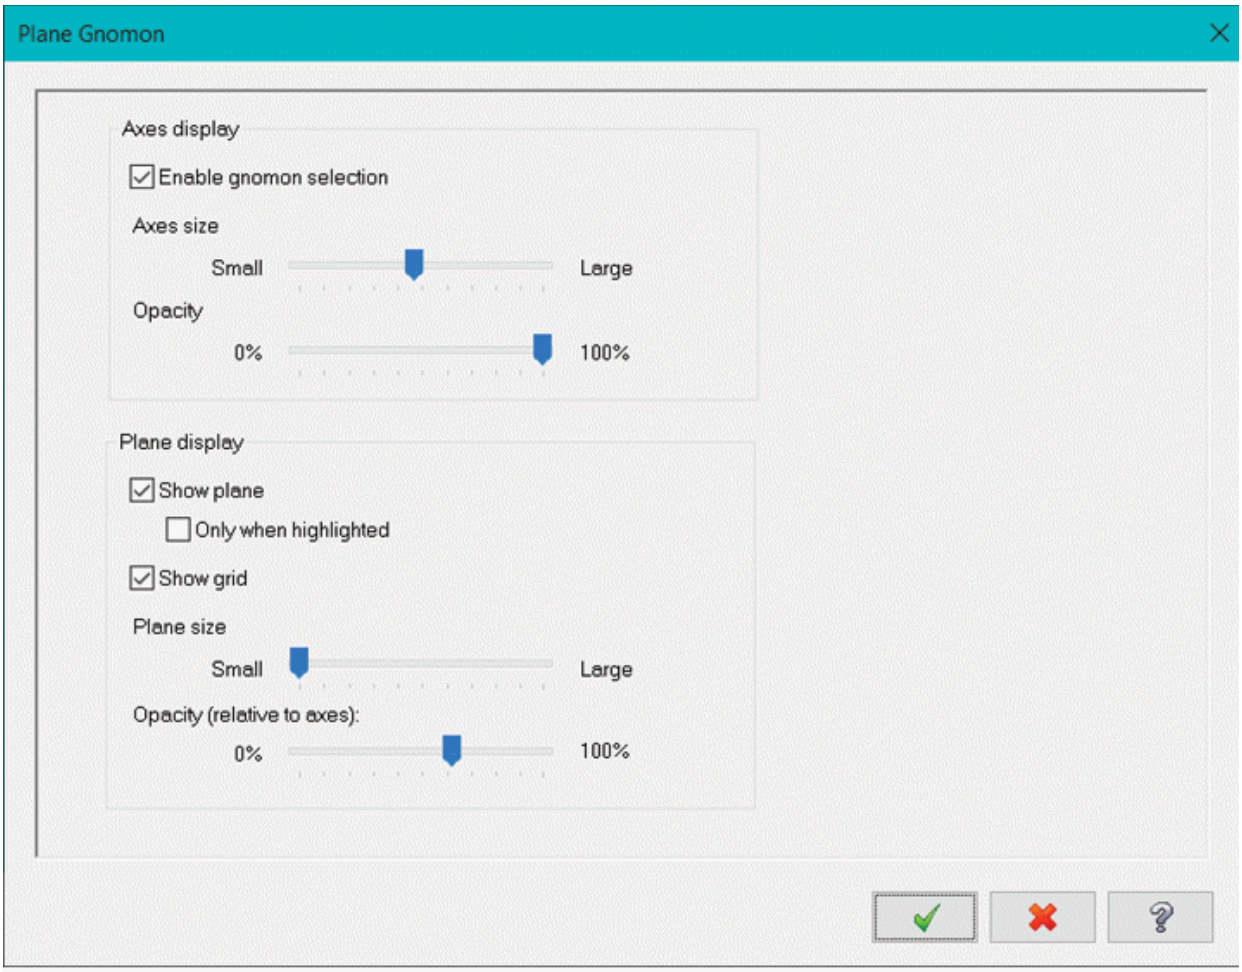

Figure-19. Plane Gnomon dialog box
- Click on the **Plane Gnomon settings** option from the drop-down to specify settings related to display of axes and planes. The **Plane Gnomon** dialog box will be displayed; refer to Figure-19.